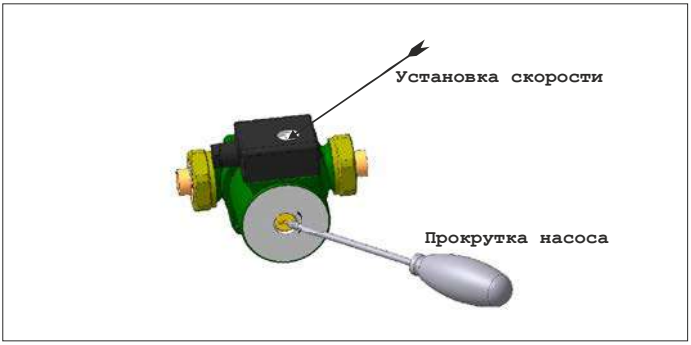

Рисунок 12
8.4 В начале отопительного сезона перед запуском прибора необходимо проверить, не заблокирован ли вал циркуляционного насоса отложениями или накипью. Для этого снимите кожух согласно п. 4.2 настоящего руководства, поднимите вверх панель управления (2), затем отвинтите защитный колпачок и поверните вал двигателя с помощью отвертки по стрелке на насосе (рисунок 12).